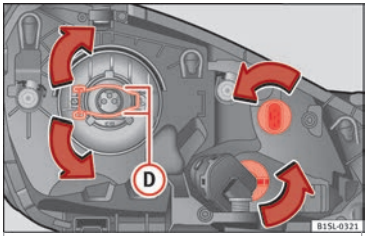

Fig. 85 Left headlight
Press the retaining clip »» Fig. 85 (D) downwards in the direction of the arrow, unclip sideways, and remove it.
5.	Insert the bulb, return it to its position and insert the retaining clip »» Fig. 85 (D)